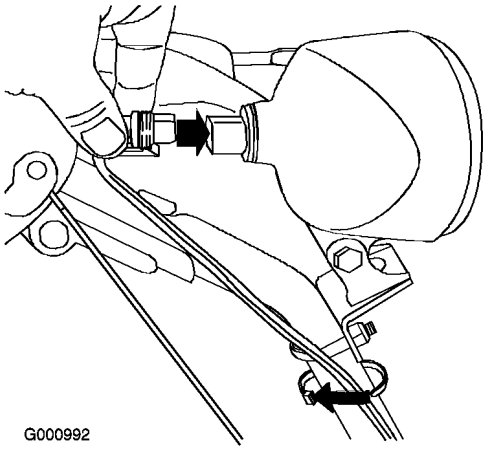

Bild 62
6. Setzen Sie den Kabelanschluss hinten am Scheinwerfer gerade ein, bis er fest sitzt (Bild 62).